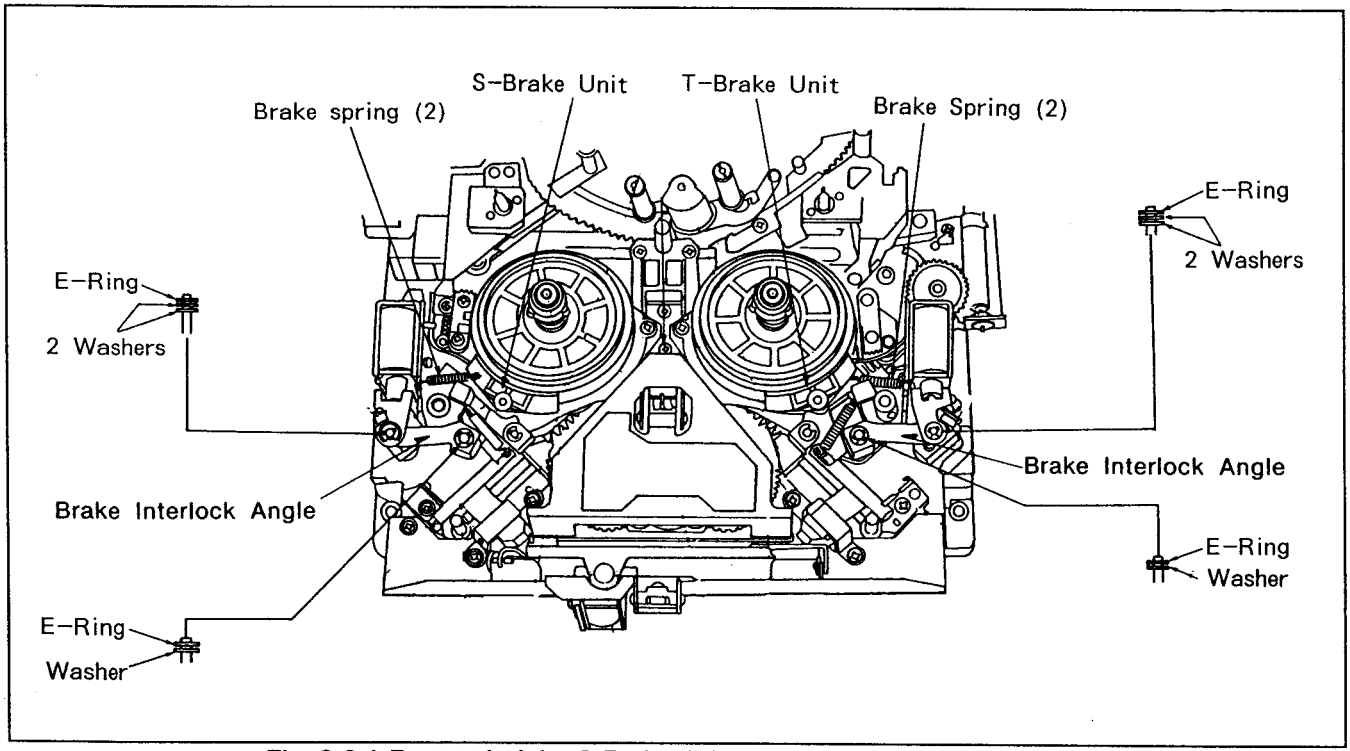

Fig. 6-6-1 Removal of the S-Brake Solenoid and the T-Brake Solenoid
1. Remove the top panel (Refer to item 2-1).
2. Remove the front loading unit (Refer to item 2-3).
3. Remove the 6 soldering portions, 2 Brake Spring (2) and 4 screws (A), then pull out the S-Brake Solenoid and the T-Brake Solenoid as shown in Figure 6-6-1.